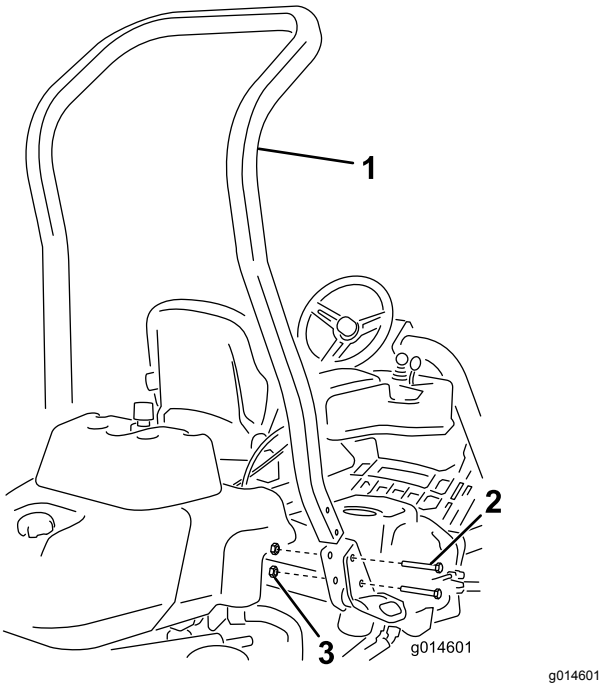

Rysunek 3
3. Zamocuj pałąk zabezpieczający w gniazdach z każdej strony maszyny, używając 4 śrub (½ x 3¾ cala) i 4 nakrętek kołnierzowych (½ cala) (Rysunek 3).